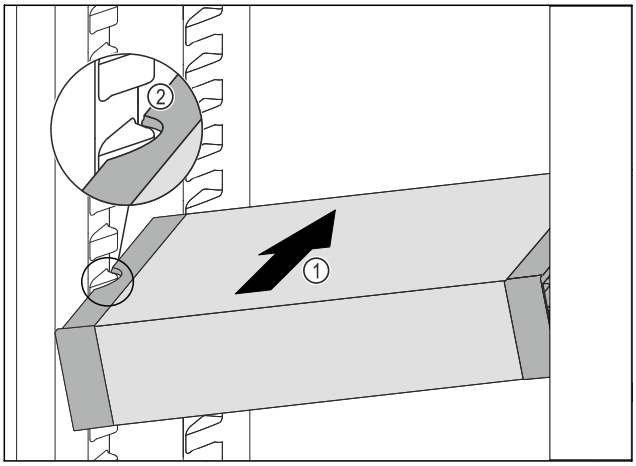

Fig. 165
▶ Împingeți VarioSafe oblic în frigider *Fig. 165 (1)*, până când degajările laterale *Fig. 165 (2)* ale VarioSafese află la înălțimea nervurii recipientului din frigider.